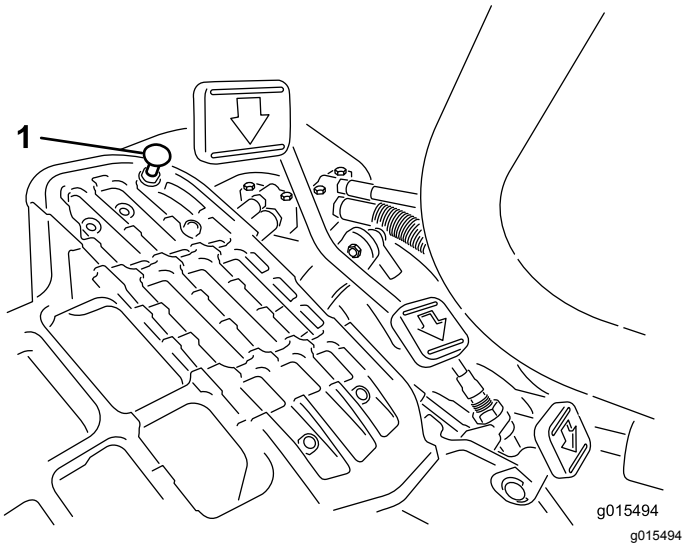

Figur 50
Tryck ner bromspedalen. Det behövs en justering om pedalen vidrör stoppet (Figur 50) innan anspänningen känns i kabeln:
1. Lossa låsmuttrarna till huvudskruvarna med fläns som fäster pedalstoppet vid golvplattan (Figur 50).